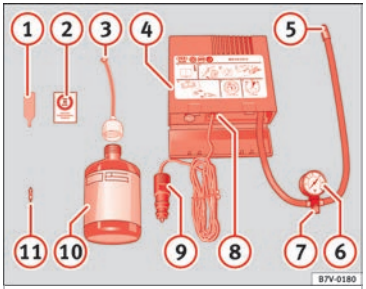

Fig. 128 Contents of the Tyre Mobility System.
The valve extractor (1) ››› Fig. 128 has a slot in its lower end that fits onto the valve insert. This is used to remove the valve insert from the tyre and to replace it. This is also valid for the spare valve insert (11).
– Fix the sticker (2) ››› Fig. 128 ››› page 155 onto the dash panel where the driver will see it.
– Using the valve extractor (1), unscrew the valve insert and place it on a clean surface (cloth, paper, etc.)
– Shake the tyre sealant can (10) ››› Fig. 128 ››› page 155 thoroughly several times.
– Attach the flexible filling hose (3) onto the can (10). The foil sealing the can will be automatically pierced.
– Remove the cap from the flexible filling hose (3) and insert the open end as far as it will go into the tyre valve.
– Hold the can (10) upside down and fill the complete contents of the can into the tyre.
– Screw the valve insert back into the tyre valve using the valve extractor (1).
– Screw the tyre filling hose (5) ››› Fig. 128 ››› page 155 firmly onto the tyre valve.
– Make sure that the bleed screw (7) is closed.
– Plug connector (9) into the 12-volt power socket.
– Turn on the air compressor with switch (8).
– When an air pressure of 2.0-2.5 bar (29-36 psi/200-250 kPa) cannot be reached, unscrew the flexible tube (5) from the tyre valve.
– Screw the flexible hose from the air compressor (5) back onto the tyre valve and repeat the inflation process.